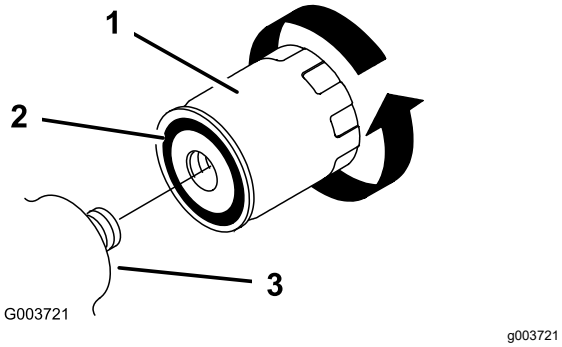

Figuur 38
5. Verwijder het oude filter (Figuur 38) en veeg het oppervlak van het filtertussenstuk schoon.
6. Smeer een dun laagje hydraulische vloeistof op de rubberen pakking van het nieuwe filter (Figuur 38).
7. Monteer het nieuwe hydraulische filter op het filtertussenstuk (Figuur 38). Draai het filter rechtsom totdat de rubberen pakking contact maakt met het filtertussenstuk. Draai het filter vervolgens nog eens ½ slag.